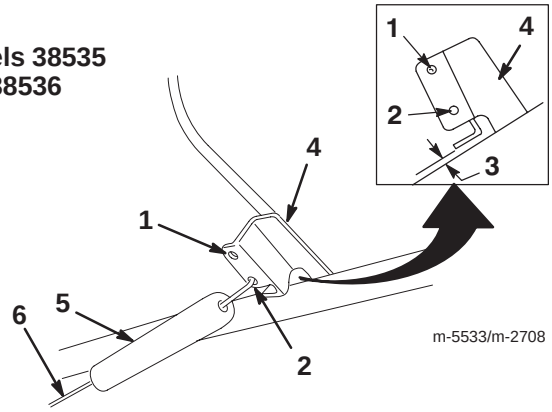
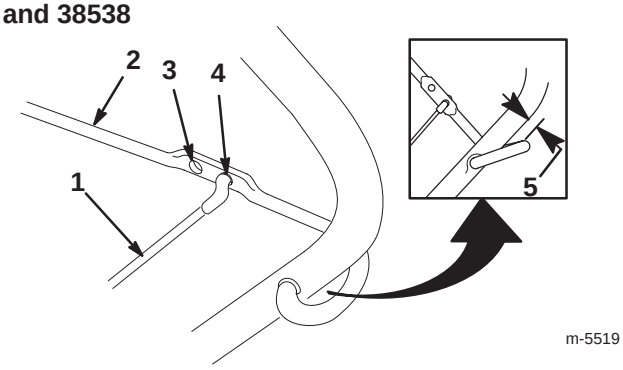
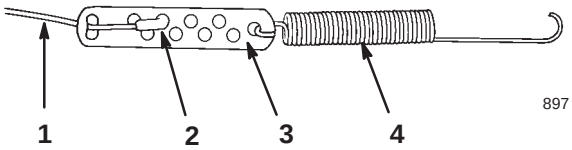

Figure 15
Figure 16
Figure 17
2. Move the control bar back toward the handle to remove the slack in the cable as shown in Figure 15 (for models 38535 and 38536) or Figure 16 (for models 38537 and 38538).
1. Unhook the spring end from the control bar (Fig. 15).
2. Slide the spring cover off the spring and the cable adjuster (Fig. 17).
3. Unhook the Z-fitting from the cable adjuster (Fig. 17) and position the Z-fitting in a higher or lower hole on the adjuster to obtain a proper gap of 1/16 to 1/8 in. (2 to 3 mm) between the control bar and the handle (Fig. 15).
1. Unhook the upper cable end from the hole in the control bar (Fig. 16).
3. Unhook the Z-fitting from the cable adjuster (Fig. 17) and position it in a higher or lower hole on the adjuster to obtain a gap of 1/16 to 1/8 in. (2 to 3 mm) between the control bar and the handle (Fig. 8).
After extended use, the drive belt may wear and lose its proper belt tension. Improper belt tension causes the belt to slip and decreases the performance under a heavy load. Belt slippage may occur after 2 or 3 seasons of normal usage (10 to 15 hours). If the drive belt slips (continuously squeals) under a heavy load, increase the belt tension by inserting the spring end into the top hole of the control bar (Fig. 15 or Fig. 16).